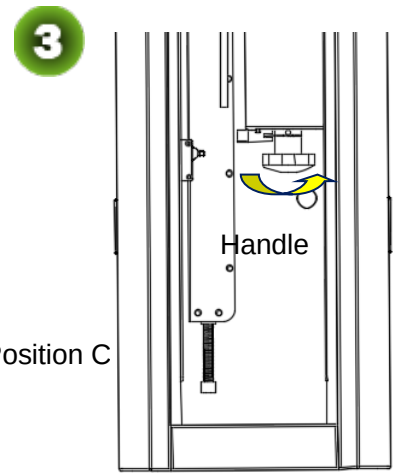

Figure 3-3
3) Use the motor handle to lift the boom in the case of a power failure, See Figure 3-3.